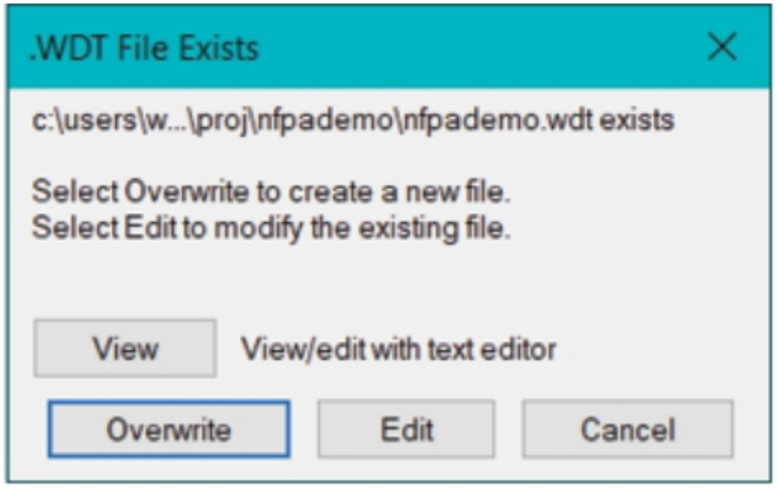

Figure-79. WDT File Exists dialog box
- Select desired radio button from the dialog box to define text mapping option. Select the **<Project>.WDT file** or **DEFAULT.WDT** radio button when you want to use project attributes as driving criteria for title block attributes. Select the **WD TB Attrib** radio button when you want to use WD TB attribute for changing parameters in the title block. Note that the WD TB attribute must be placed in the title block while creating it to use this option. In this case, we are selecting the **<Project>.WDT file** radio button. Click on the **OK** button. The **.WDT File Exists** dialog box will be displayed; refer to Figure-79.